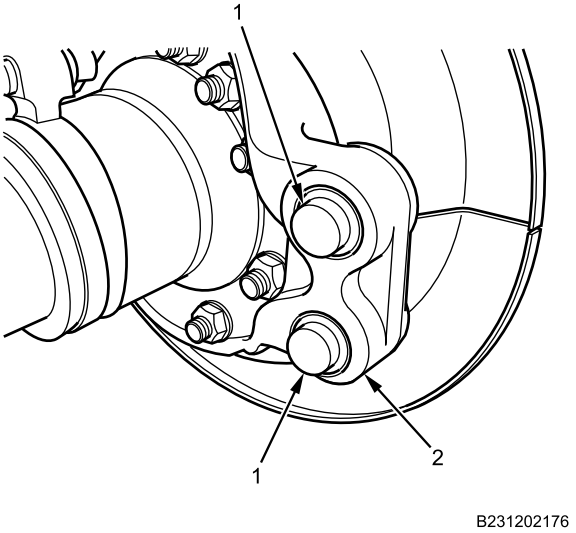

Figure 2. Anchor Pin.
6. Remove two anchor pins (Figure 2, Item 1) from brake spider (Figure 2, Item 2).